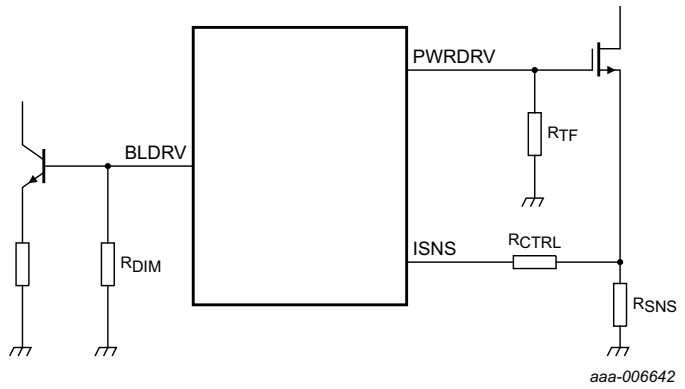

Fig 3. Mode resistor connections
The ISNS pin senses the voltage across the sense resistor, R_{SNS}, generated by the inductor current flowing through the external MOSFET and this resistor (see Figure 3).
Mode resistors R_{TF} and R_{DIM} at the PWRDRV and BLDRV pins are connected between the pin and ground. Mode resistor R_{CTRL} at the ISNS pin is connected between the pin and the external MOSFET source (see Figure 3).
- R_{SNS} is the sense resistor on pin ISNS (see Figure 3)